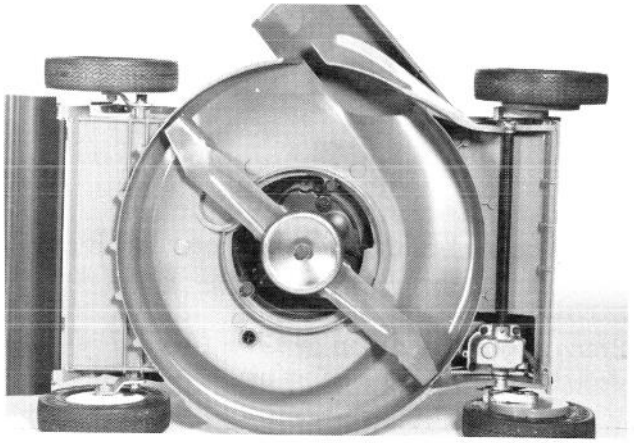

Afbeelding 23
2. Zet maaier op linkerzijde (Afb. 23).